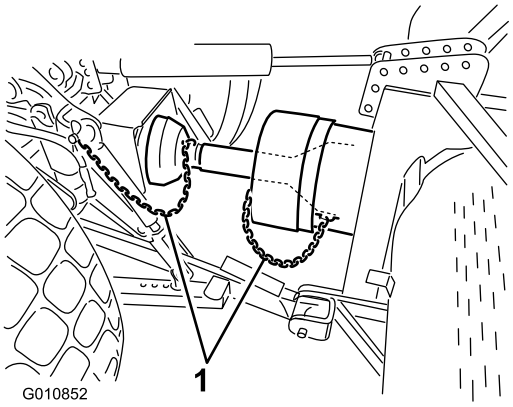

**Figur 22**
6. Anslut skyddssäkerhetskedjorna till kraftuttagsskyddet och traktorfästet (Figur 22). Kontrollera att kedjorna inte spänns när du höjer och sänker luftaren.